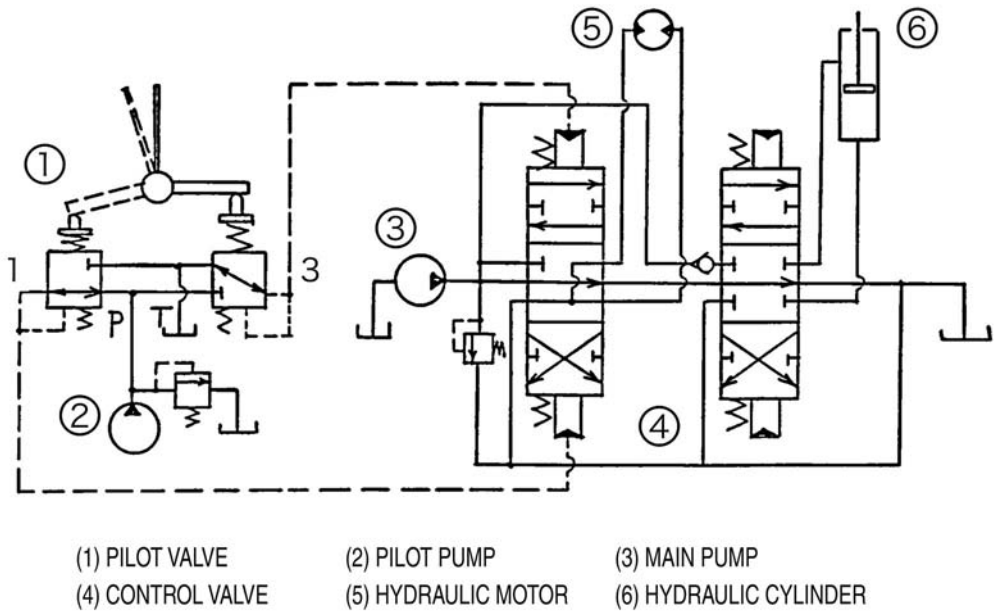
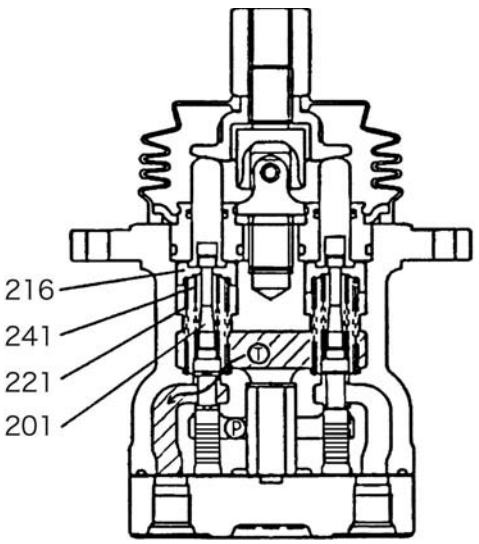

Figure 1. An example of pilot valve use
Figure 2. When the handle is in neutral
This section describes the operation of pilot valves based on the Hydraulic Oil Circuit Drawing (Figure 1) and Operation Description Diagrams (Figures 2 through 4). Figure 1 shows a typical usage of the pilot valve.
(1) When the handle is in neutral (see Figure 2)